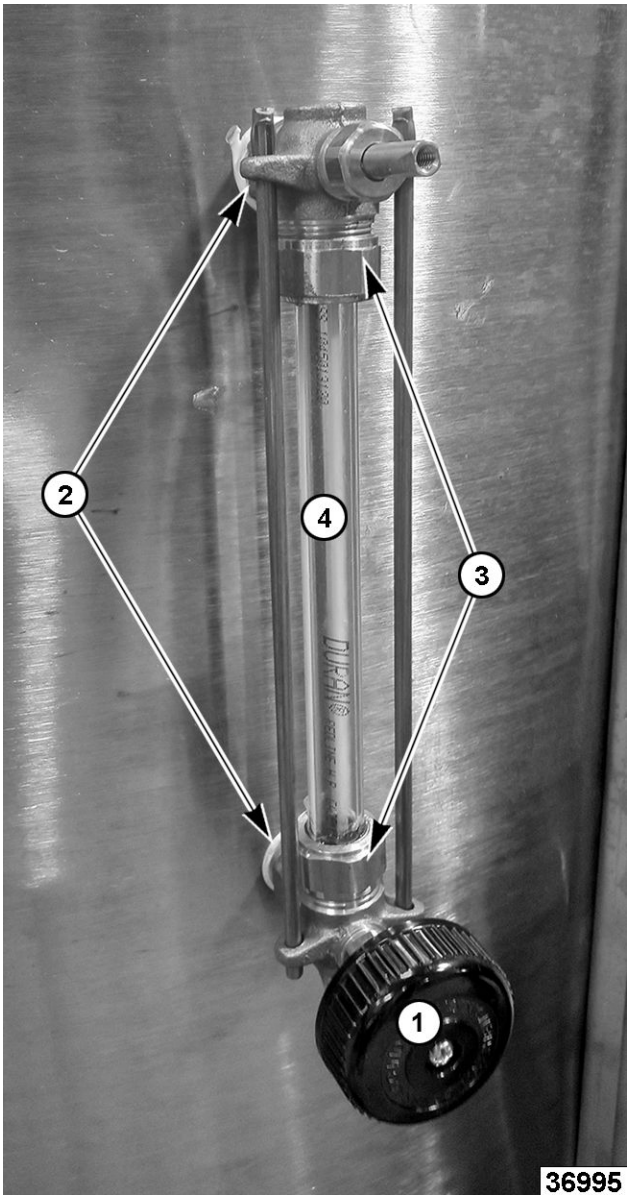

Fig. 8
4. Loosen gauge mounting nuts (2, Fig. 8).
5. Turn bottom and top gauge fittings (3, Fig. 8) counterclockwise to back off glass gauge (4, Fig. 8).